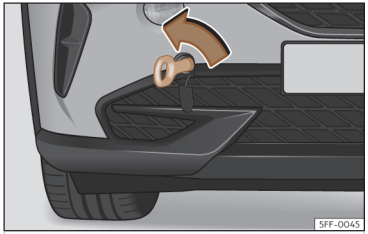

Abb. 200 Vorderer Stoßfänger rechts: Eingeschraubte Abschleppöse
- Drehen Sie die Abschleppöse **entgegen dem Uhrzeigersinn** so fest wie möglich in die Aufnahme ››› **(Abb. 200)** , ››› ⓘ. Verwenden Sie ein geeignetes Hilfsmittel, um die Abschleppöse festzuziehen.